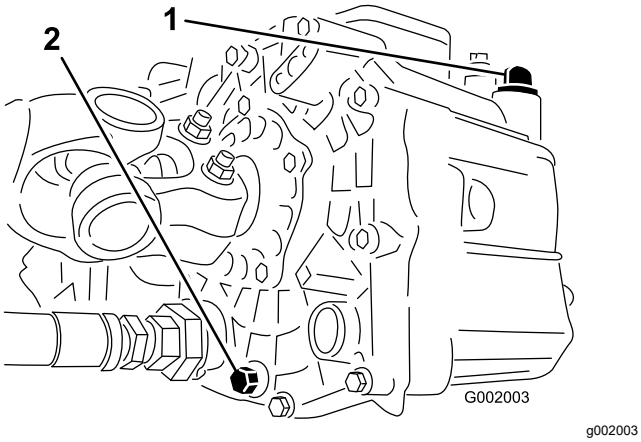

Figuur 55
3. Verwijder de aftapplug uit de zijkant van het reservoir en laat de hydraulische vloeistof in de opvangbak lopen (Figuur 55).